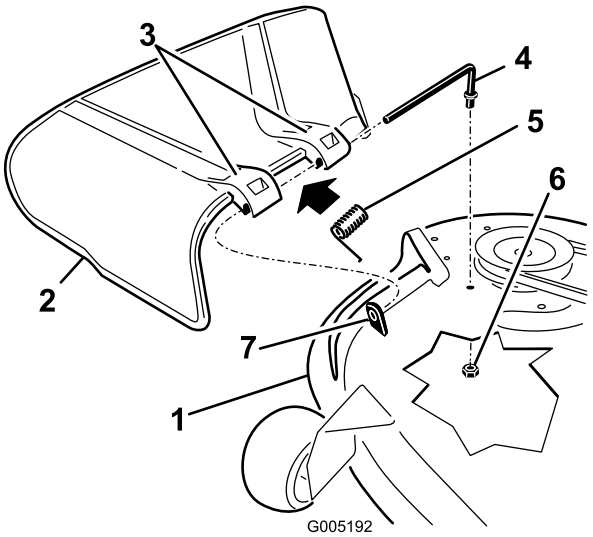

Figur 67
1. Avlägsna muttern (3/8 tum) från stången under klipparen (Figur 67).
2. Skjut ut stången från det korta avståndsstycket, fjädern och gräsriktaren (Figur 67).
4. Byt ut gräsriktaren (Figur 67).
7. Skjut stången genom det andra gräsriktarfästet (Figur 67).
9. Fäst stångens bakre ände i klippaggregatet med en mutter (3/8 tum) enligt Figur 67.